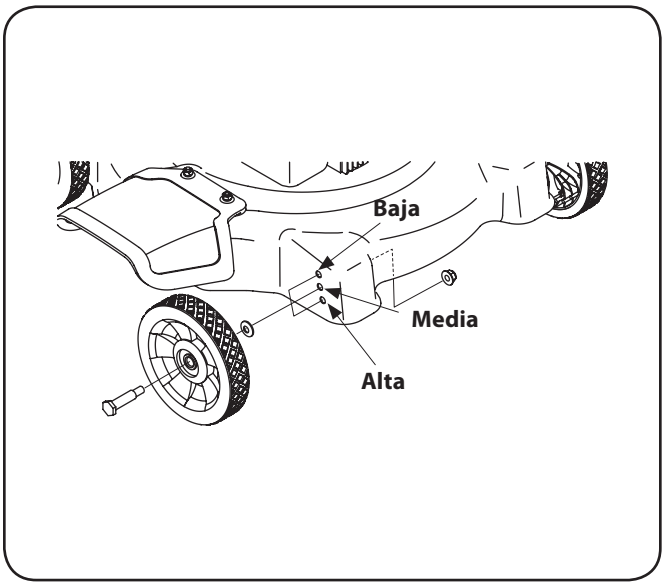

Figure 3-11
1. Saque de las ruedas los pernos del carro y los elementos de ferretería relacionados. Vea Figure 3-11.